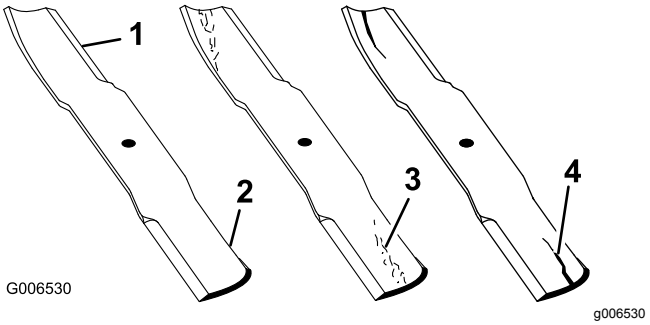

Figuur 89
1. Controleer de snijranden (Figuur 89).
4. Als u scheuren, slijtage of groefvorming in dit deel constateert, moet u direct een nieuw mes monteren (Figuur 89).